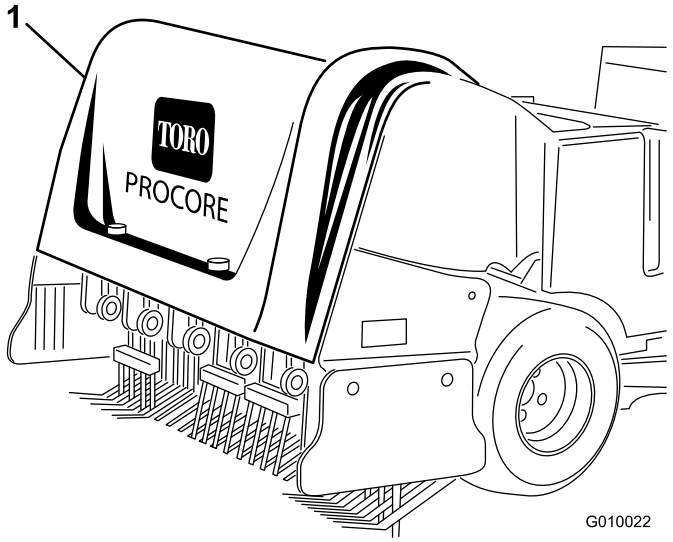
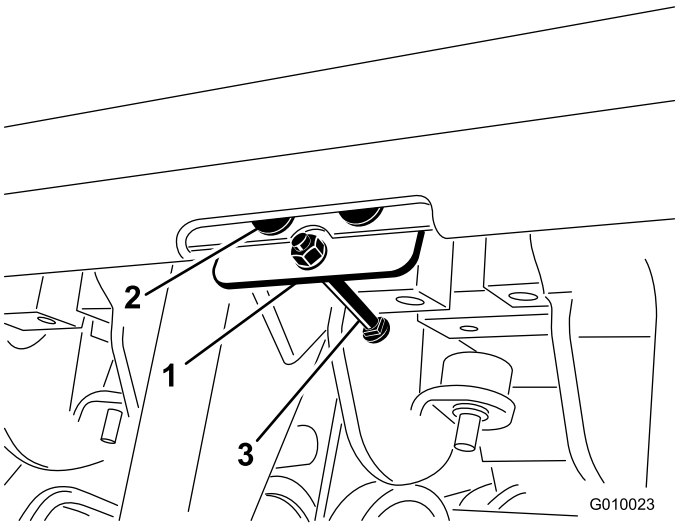

**Figur 7**
**Figur 8**
1. Fest panserplaten til bakre panser med tre popnagler (Figur 7 og Figur 8).
3. Før inn bolten gjennom panserplaten (Figur 8).
4. Fest bolten til panserplaten med en låsemutter (nr. 10) (Figur 8).